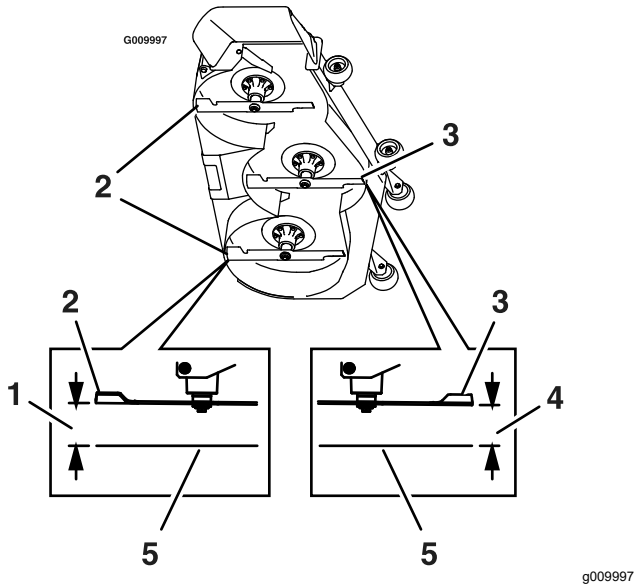

Figura 76
7. Meça a distância existente entre a superfície nivelada e a ponta dianteira da lâmina central (Figura 76).